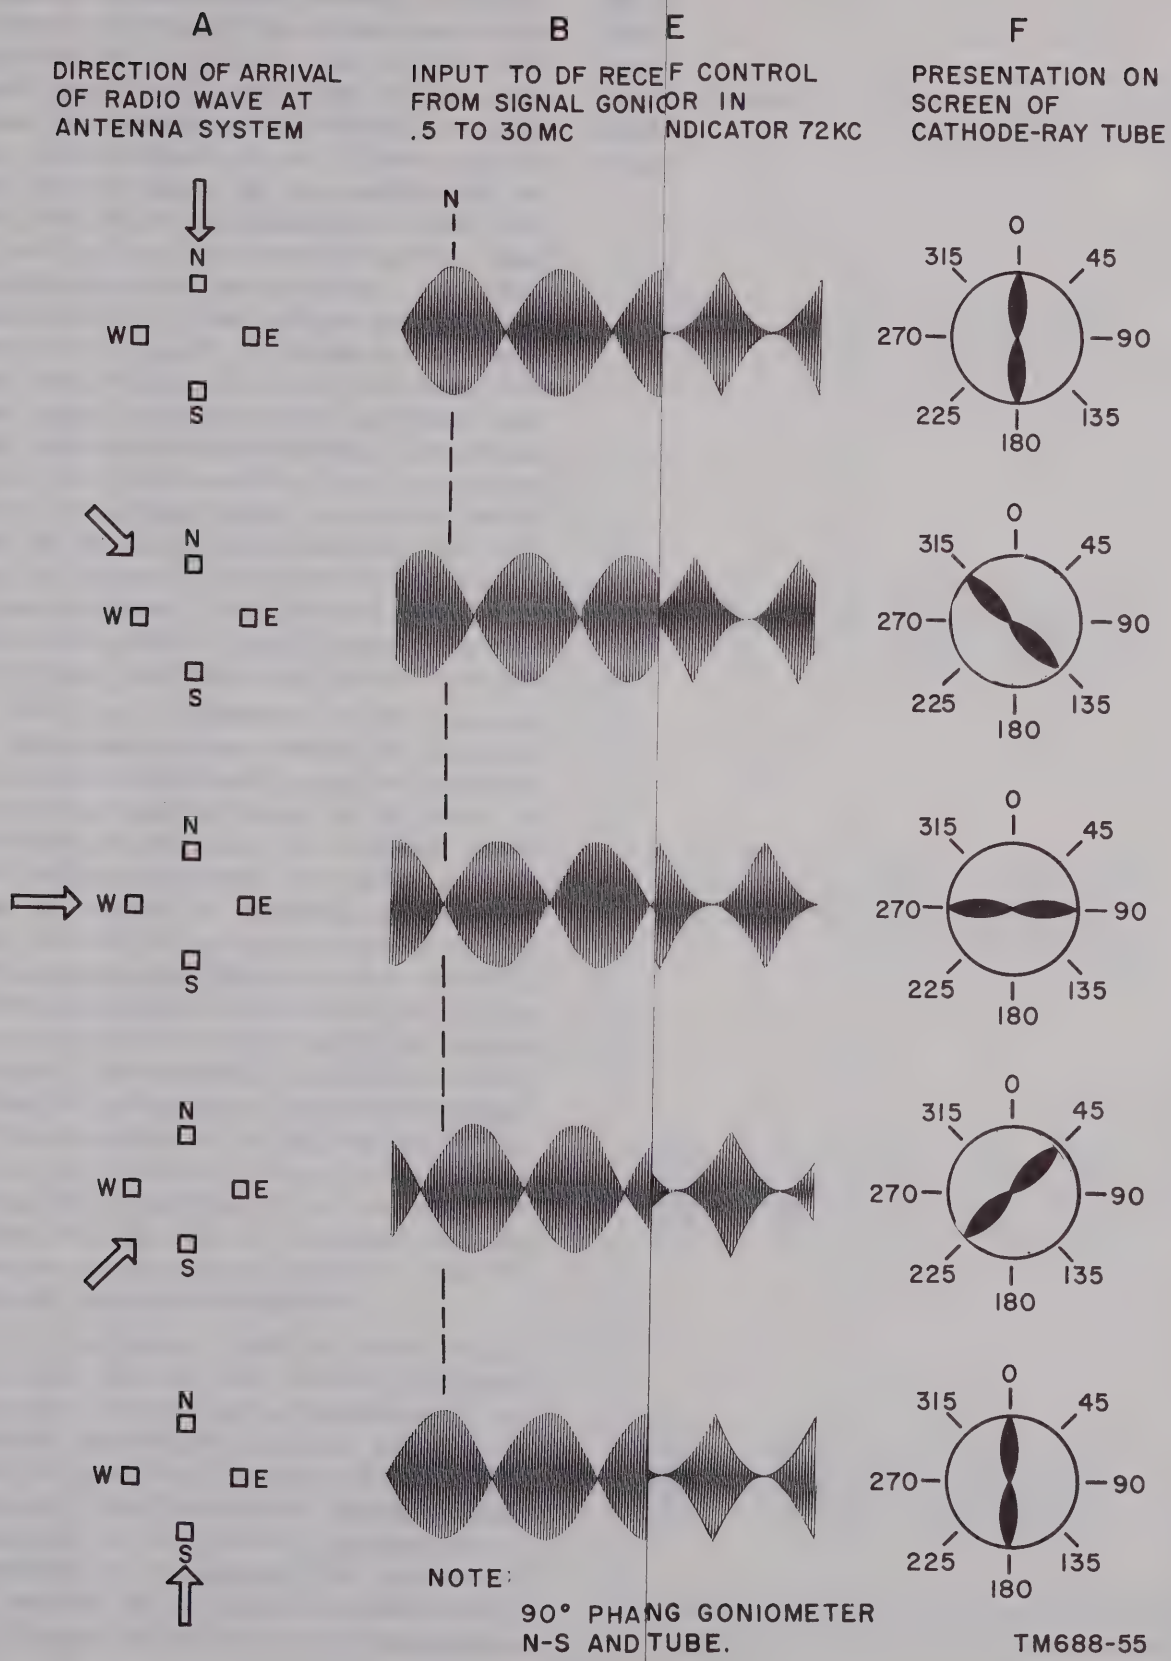

Figure 77. Relationship between dirns on cathode-ray tube.
138. Development of Bearing Pattern (fig. 77)
a. The bearing pattern is presented on the screen of the cathode-ray tube when a signal is being received; that is, when both the 72-kc signal from the rf oscillator and the 54-cps modulating signal imposed on the received signal are applied to the control modulator. The rotation of the signal goniometer rotor imposes the 54-cps modulation on the received signal as the rotor passes through the points of minimum and maximum induction from the stators. The stators are connected to either the Adcock or the crossed-loop antenna, and the phase of this modulation depends on the direction of arrival of the signal as illustrated in A and B, figure 77.
b. The amplitude-modulated .5- to 30-mc signal from the signal goniometer rotor is fed to the df receiver and converted to a 455-kc signal (C, fig. 77). This amplitude-modulated 455-kc
signal is fed to the azimuth indicator where it is amplified and demodulated. The modulation envelope (D, fig. 77) is applied to the control grid of the control modulator to impress the direction-conscious information on the circular cathode-ray tube pattern. The modulation voltage amplitude varies from 0 to approximately —3 volts and is capable of cutting off the control modulator at its negative peak. As the modulation voltage varies from 0 to —3 volts, the 72-kc output from the control modulator varies from maximum to 0 volt (E, fig. 77). Therefore, the rotating line on the cathode-ray tube varies from a 4-inch length down to a dot in accordance with the rate of negative voltage increase.
c. As the rotor of the signal goniometer is rotated through 360°, the rotor *output* varies through two maximums and two minimums displaced by 180°. The rotor of the signal goniometer and the rotor of the indicator goniometer are synchronized by being driven by the same drive motor at the same speed. For one complete rotation of the indicator goniometer, the rotor *input* varies through two maximums and two minimums displaced by 180°. Each maximum produces a line on the screen of the cathode-ray tube. The maximums are displaced by 180°; therefore, the lines will be superimposed and will appear as one line. The positions of the indicator goniometer rotor when the maximum 72-kc signal is applied and the positions when there is no 72-kc signal are the same for each revolution of the rotor. The pattern presented on the screen of the cathode-ray tube screen is therefore a stationary propeller (F, fig. 77); the propeller portion of the presentation is due to the maximum 72-kc signal applied to the rotor, and the blank portions of the presentation are due to the absence of an applied signal.
d. A comparison of the wave forms in columns D and E of figure 77, shows that the maximums of the two wave forms are displaced by 90°. When the envelope of the modulating signal (D, fig. 77) is maximum, the control modulator is cut off and the control modulator output (E, fig. 77) is minimum. When the envelope of the modulating signal is minimum, the output of the control modulator is maximum. The 90° phase shift introduced between these two wave forms would result in a 90° error in the bearing pattern. The 90° error is eliminated by applying the indicator goniometer north-south and east-west outputs to the east-west (horizontal) and north-south (vertical) deflection plates respectively of the cathode-ray tube.
Figure 77. Relationship between direction of arrival of an rf signal at the antenna, bearing wave forms in direction finder set, and bearing indications on cathode-ray tube.